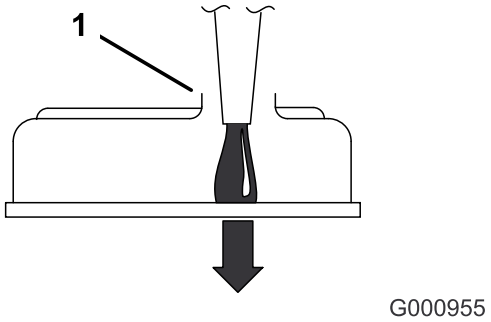

**Figuur 51**
**Belangrijk: Vul de olie zeer langzaam bij en zorg ervoor dat de vulopening niet verstopt raakt (Figuur 51). Al u te snel olie bijvult of de opening verstopt raakt, bestaat de kans dat de olie overloopt en de luchtinlaten verstopt raken. Hierdoor kan de motor schade oplopen.**